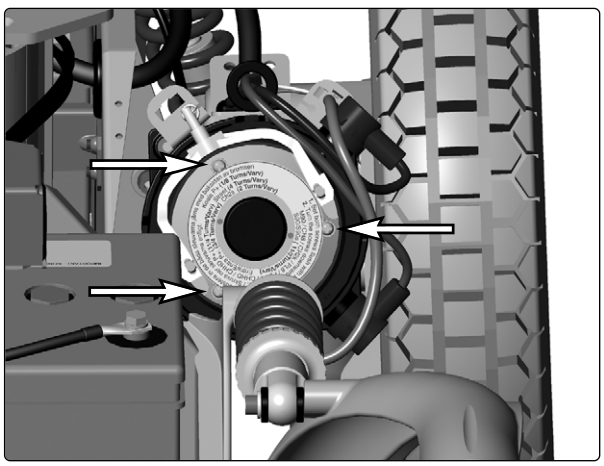

Abb. 38. Demontieren der Magnetbremse.
7. Entfernen Sie die drei Bremshalteschrauben, s. Abb. 38. Notieren Sie die Position des Bremsfreigabegelenks sowie der Gummidichtung im Hinblick auf die spätere Montage. Demontieren Sie die Bremse und die Bremsscheibe mitsamt Verriegelung.